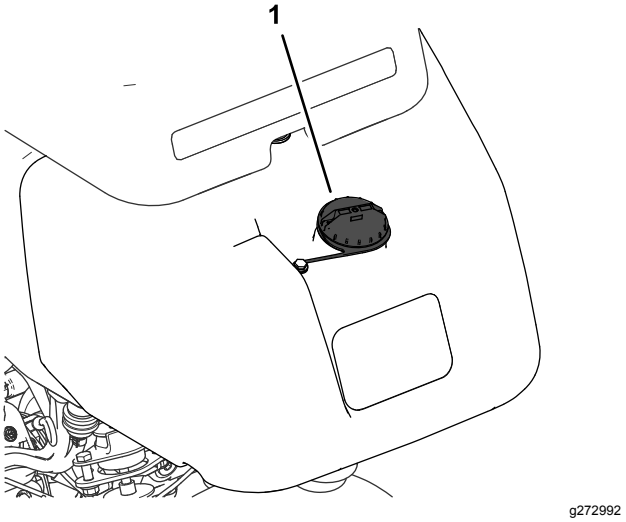

**Figur 21**
1. Gör rent runt tanklocket och ta bort det (Figur 21).